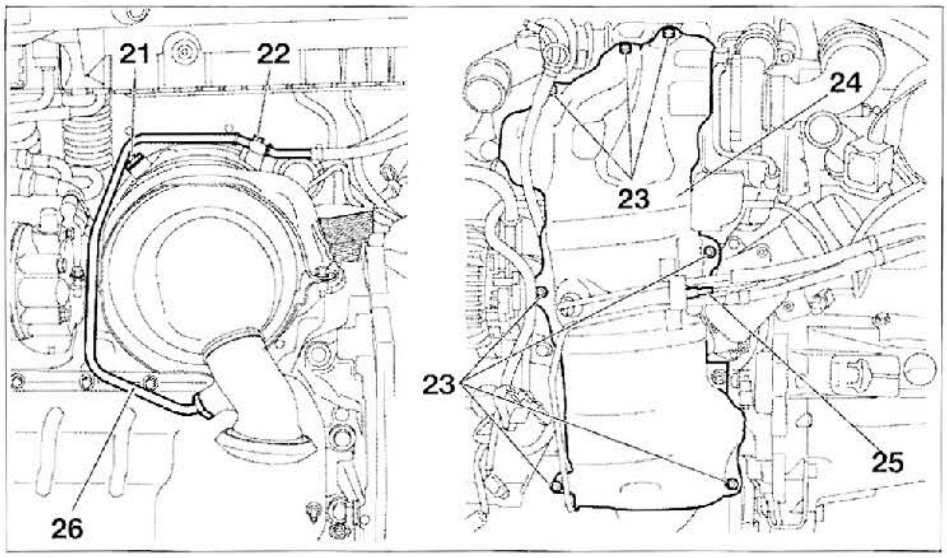
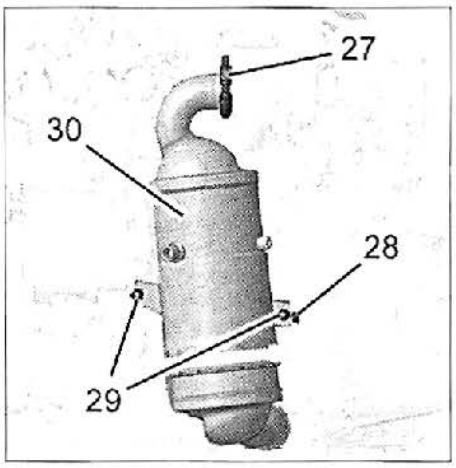

FIG. 6
FIG. 7
- Separar los tubos (21) y (26) **(fig. 6)**.
- el tornillo (22)
- la sonda de temperatura (25)
- los tornillos (23)
- la pantalla térmica (24)
- Desmontar **(fig. 7)**:
- la abrazadera de escape (27)
- los tornillos (29)
- el filtro de partículas (30)
- el tornillo (28)